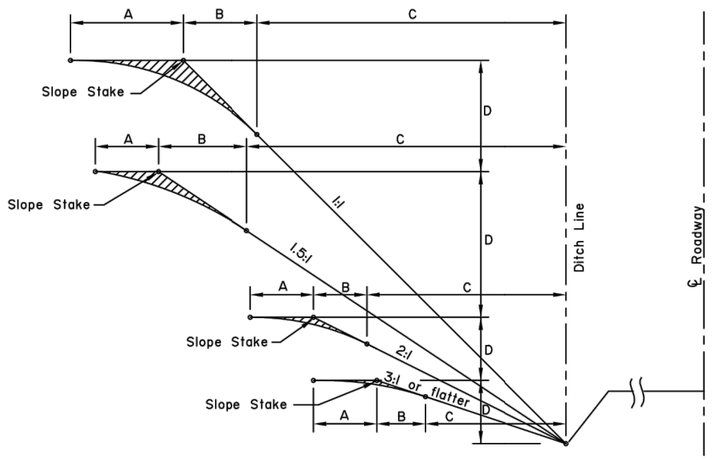

FIG. 1
1. Cut and fill slopes shall be rounded as shown in fig. 1, 2, and 3 when required by the plans or special provisions. Rounding of fill slopes shall be done in the same manner as shown for cut slopes.